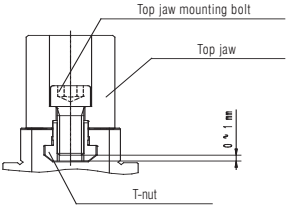

Fig. 20
- **When the bolt connecting the top jaw with the T-nut is too small, it may cause damage to the T-nut. When the bolt protrudes beyond the lower surface of the T-nut, the top jaw is not clamped even despite of the overall tightening of the mounting bolt. This may cause unclamping of the top jaw and workpiece. Therefore, the total length of the top jaw mounting bolts should be less about 0~1mm than the lower surface of a T-nut (see. Fig. 20).**